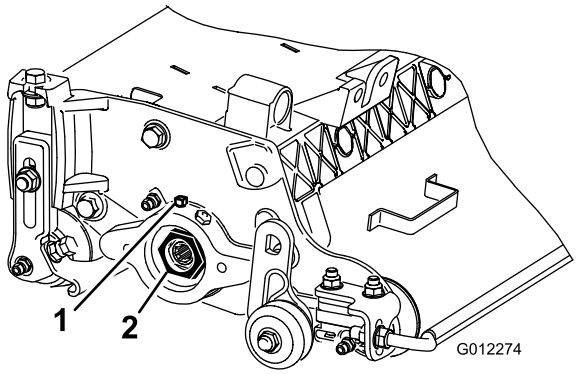

Figuur 10
A. Draai de externe stelschroef los waarmee de stelmoer van het lager aan de lagerbehuizing is bevestigd, aan de linkerzijde van het maaidek (Figuur 10).